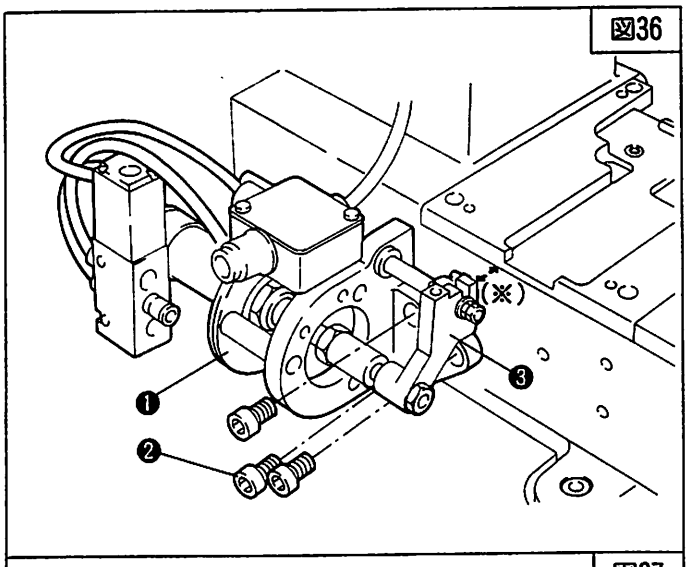

図36
1. Refer to fig.36,and set ❶ and ❷ in sequence so that the upper face of crank ❸ should level with the upper face of the bed horizontally.(※)
3. Trun the surface of right edge of bracket ❹ to dimention of surface Ⓐ of crank ❸ is 89.0mm.